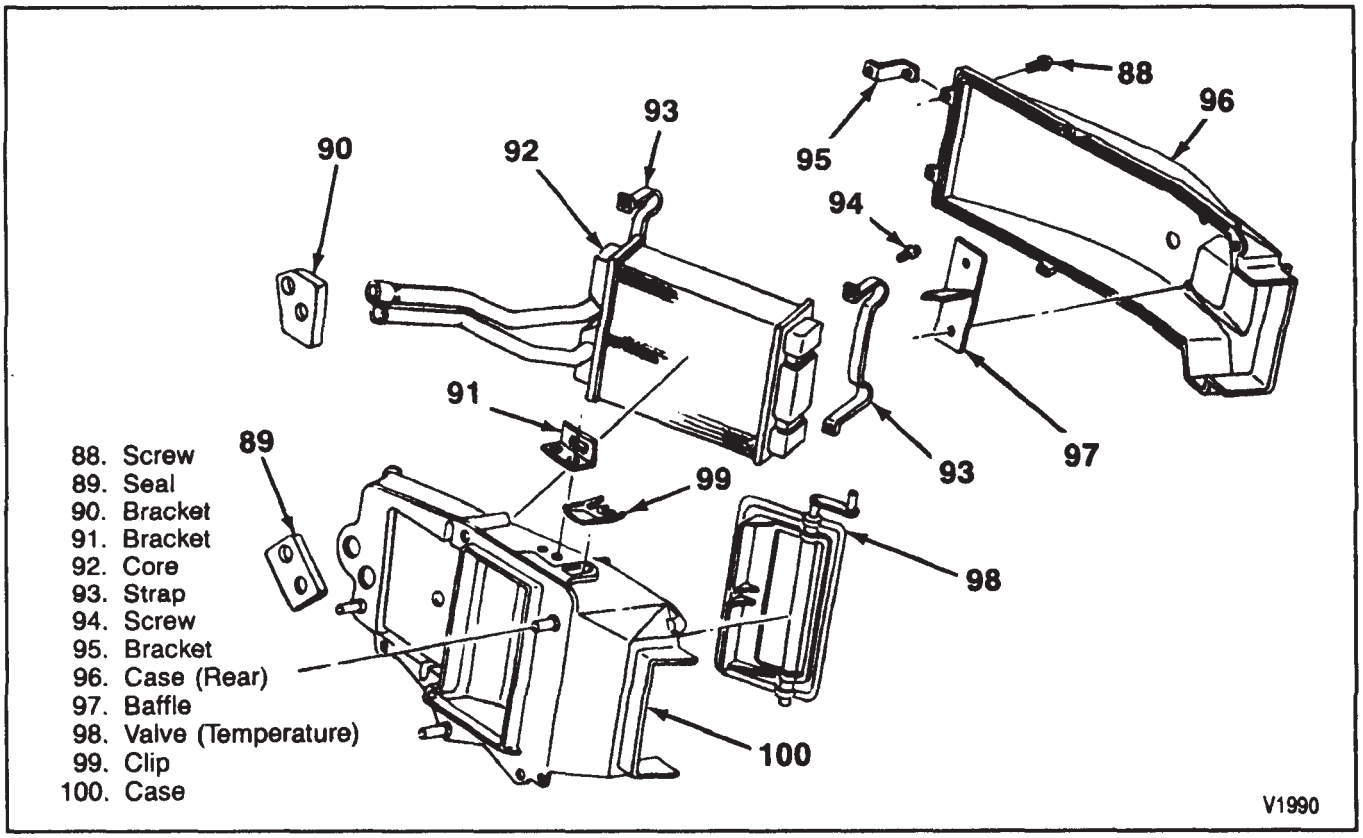

Figure 22—Heater Assembly Component View
3. Rear case screws (88) (figure 22).
4. Rear case (96).
5. Screws (94).
6. Brackets (93).
7. Heater core (92) from front case (100).
4. Screws (94).
5. Rear case (96).
6. Rear case screws (88) (figure 22).